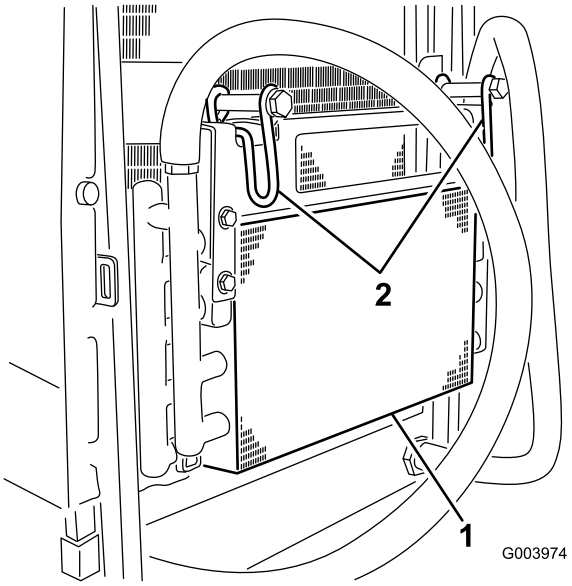

Rysunek 72
5. Obróć zaczepy do wewnątrz, aby zwolnić chłodnicę oleju (Rysunek 72).